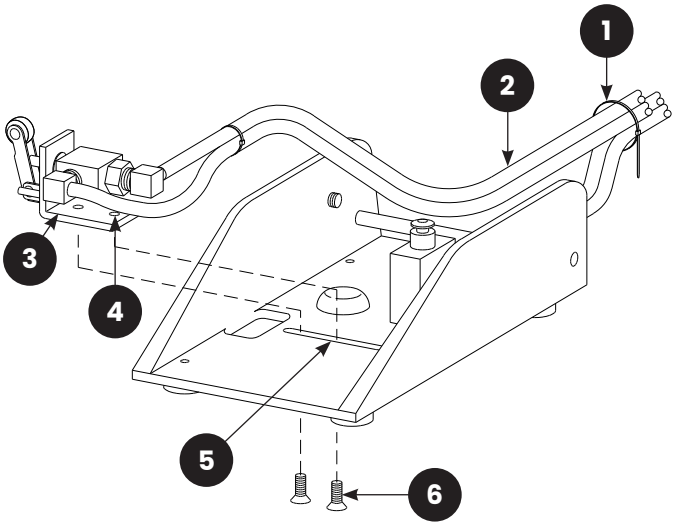

FIGURE 13: (1) Wire tie tubing together; (2) Feed tubing through foot pedal; (3) Mounting Bracket; (4) Screw Holes; (5) Mounting Slot; (6) Mounting Screws
4.3.3 | Refer to **Figure 13** and feed the urethane tubing through the foot pedal from the front toward the back and above the top hinge pin.